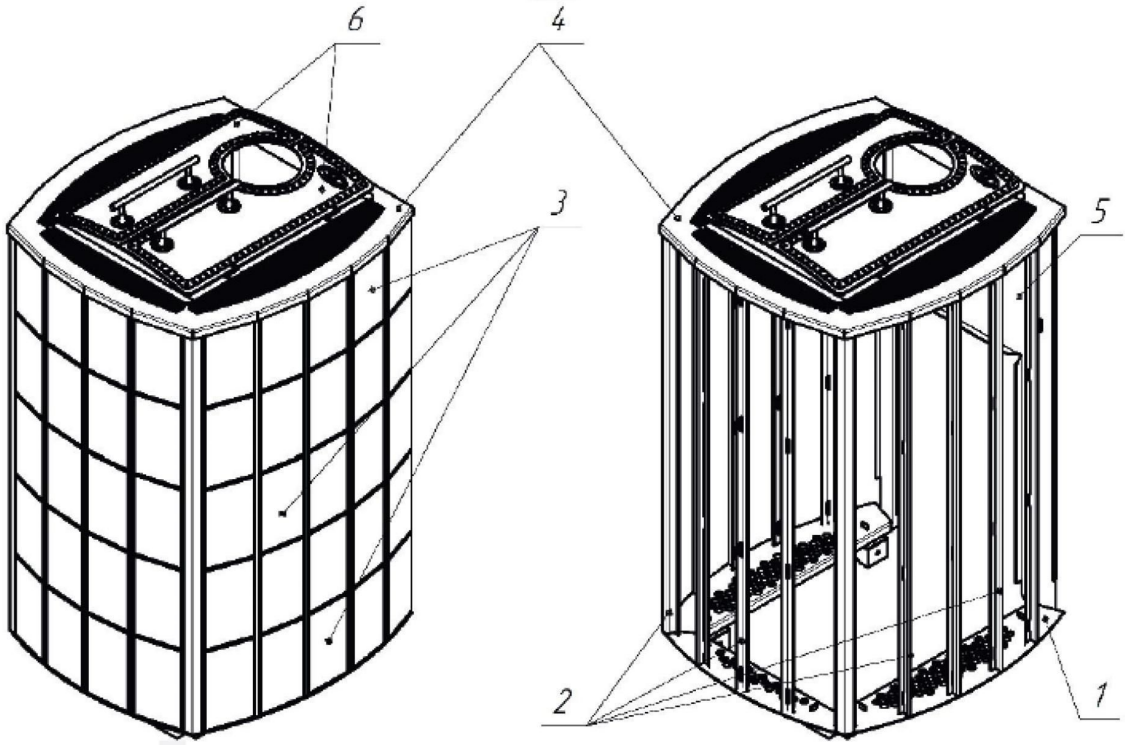

Рис. 8 Устройство декоративно-защитного ограждения печи Чародейка Русский Пар
1.4.4 В качестве декоративно-защитного ограждения в печах Чародейка используется сборная конструкция из нержавеющей стали и вставок из натурального камня. В пазы, имеющиеся в основании поз.1 рис.7.8 установлены стойки поз.2 рис. 7.8 между которыми расположены вставки из натурального камня поз.3 рис.7.8. Сверху декоративно защитное ограждение закрыто крышкой поз.4 рис.7.8. В варианте исполнения «Русский Пар» крышка снабжена откидными дверями поз.6 рис.8. Со стороны тоннеля установлен стальной щит поз.5 рис 7.8.